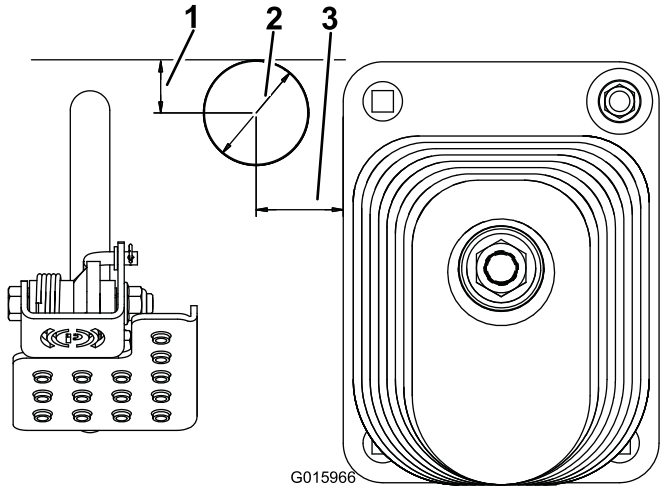

Bild 4
2. Markieren und bohren Sie mit den Abmessungen in Bild 4 ein Loch mit einem Durchmesser von 51 mm (2 Zoll) in die Bodenplatte.